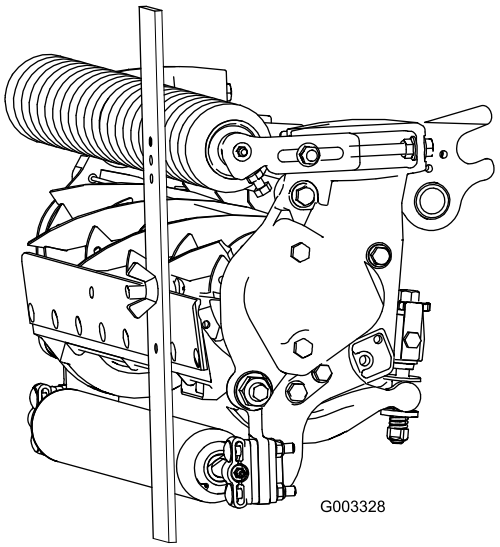

Figur 18
3. Hekt skruehodet på motstålets knivegg, og la den bakre delen av stangen hvile mot den bakre delen av valsen (Figur 18).
4. Vri på justeringsskruen helt til fremre valse kommer i kontakt med fronten av målestangen (Figur 18). Juster begge ender av valsen slik at hele valsen er parallell med motstålet.